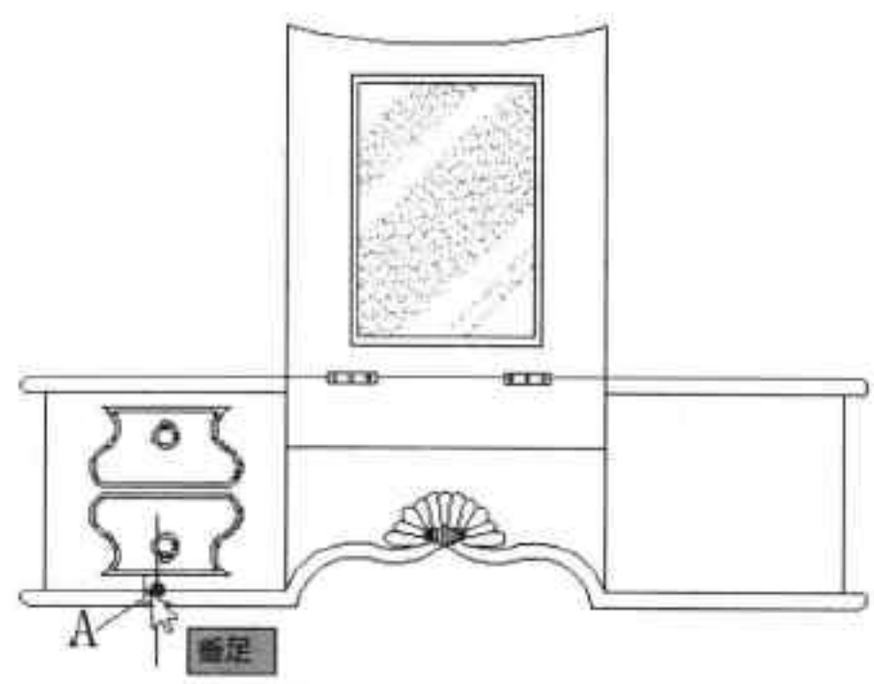

图6-15 指定复制基点
Step 02 在绘图区中，指定复制基点，比如单击图 6-15 所示的点 A。